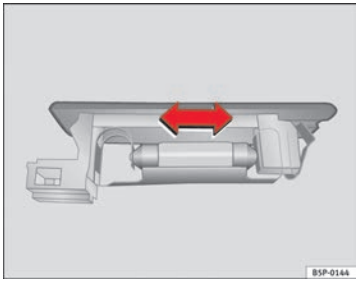

Fig. 199 Luggage compartment light
– Press the lamp sideways and remove from its housing ⇒ page 273, fig. 199. ■